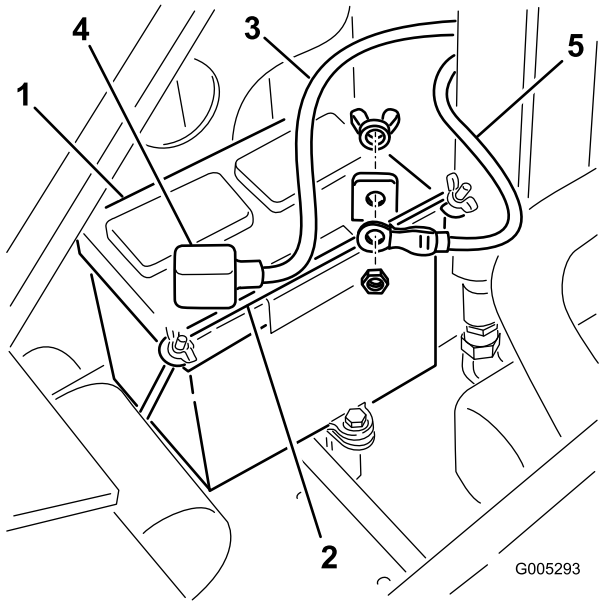

Figure 28
4. Enlevez les écrous à oreilles et la barre de fixation de la batterie (Figure 28).
9. Placez la batterie dans le châssis (Figure 28).
10. Fixez la batterie dans le châssis (Figure 28).
11. Connectez le câble positif (rouge) à la borne positive (+) de la batterie à l'aide du boulon et de l'écrou à oreilles fournis avec la batterie (Figure 28). Glissez le capuchon en caoutchouc sur la borne de la batterie.
12. Connectez le câble négatif (noir) à la borne négative (–) de la batterie à l'aide du boulon et de l'écrou papillon fournis avec la batterie (Figure 28).